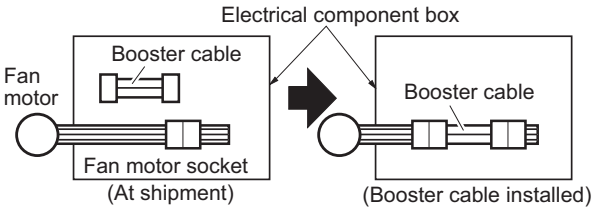

Fig. 2-167
(1) Remove 4 screws on the electrical component box and remove the cover plate.
(2) Disconnect the fan motor sockets in the box.
(3) Take out 2 booster cables from option carton box (sockets at both ends).
(4) Securely connect the booster cable’s 2 sockets between the disconnected fan motor sockets in step 2 as shown in Fig. 2-167.
(5) Place the cable neatly in the box and reinstall the cover plate.